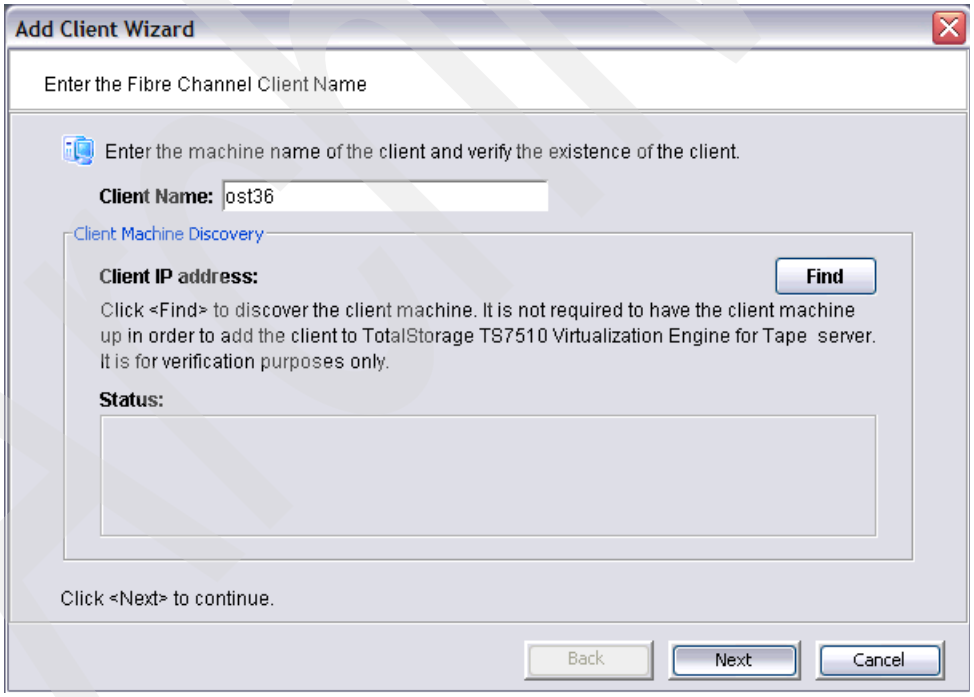

Figure 4-19 Add Client Wizard: Specifying the client name of the Fibre Channel
2. In the Enter the Fibre Channel Client Name panel (Figure 4-19), type the client name. You may choose a client name together with information about the Fibre Channel HBA, such as server_fcHBA. The client IP address setup is not needed in this version of the IBM Virtualization Engine TS7510. Here we add the server ost36 with the WWPN 10-00-00-00-c9-24-ca-67.